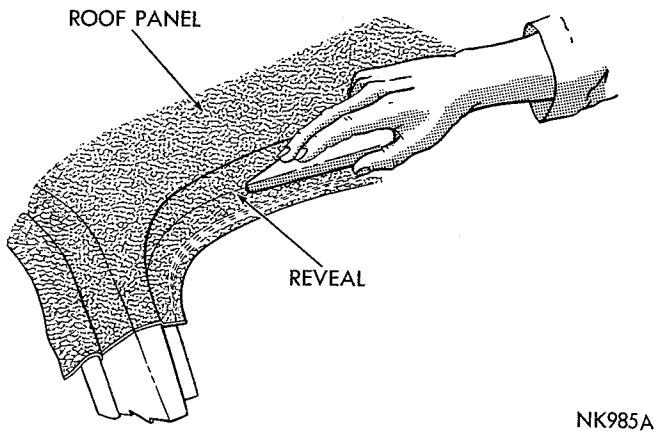
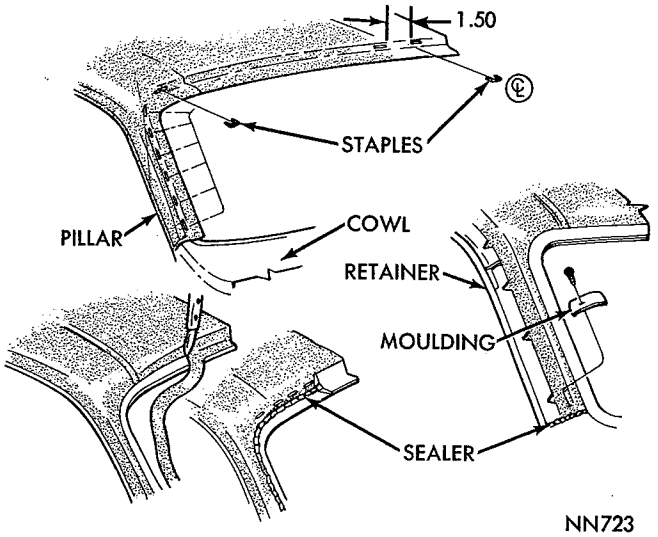

***Fig. 2—Positioning Cover in Window Reveal***
***Fig. 3—Securing Cover to Windshield Reveal***
(7) When the cement becomes tacky but not wet to the touch, position the cover on the panel.
(8) Repeat steps 6 and 7 for opposite side.
(9) Using a new paint roller, pressurize cover to the roof, working from center toward drain troughs.
(10) Press cover into windshield reveal and on Signet Models the rear window reveal using a dull pointed fibre tool (Fig. 2).
(11) Press cover into drain trough areas.
(12) Starting at top center, secure cover to windshield reveal using staples spaced 1½ inches apart (maximum) or tacks spaced ½ inch apart (Fig. 3).
(14) Starting at top center, secure cover to the Signet rear window reveal using staples spaced 1½ inches apart (maximum or tacks spaced ½ inch apart (Fig. 3).
(15) Trim fabric at base of windshield and rear window reveals.
(16) Apply a bead of sealer to edge of cover and blend upward to form a seal over staples and edge of cover (Fig. 3).
(17) Position the Barracuda rear roof retainer on the cover. Locate screw holes in panel and install seal-